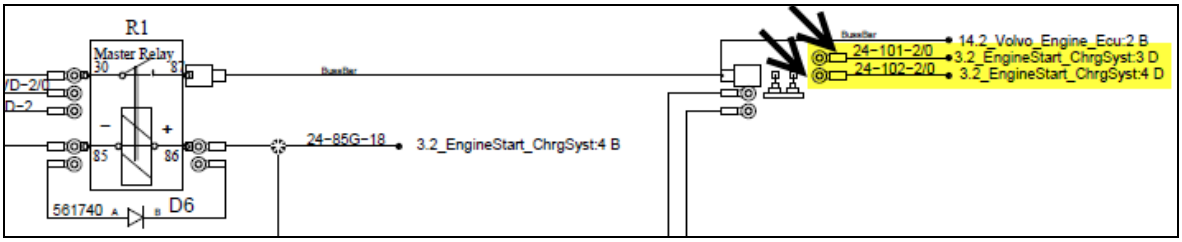

Figure 6
- dans le compartiment électrique, **branchés au bloc de jonction Bussman** (Figure 6).